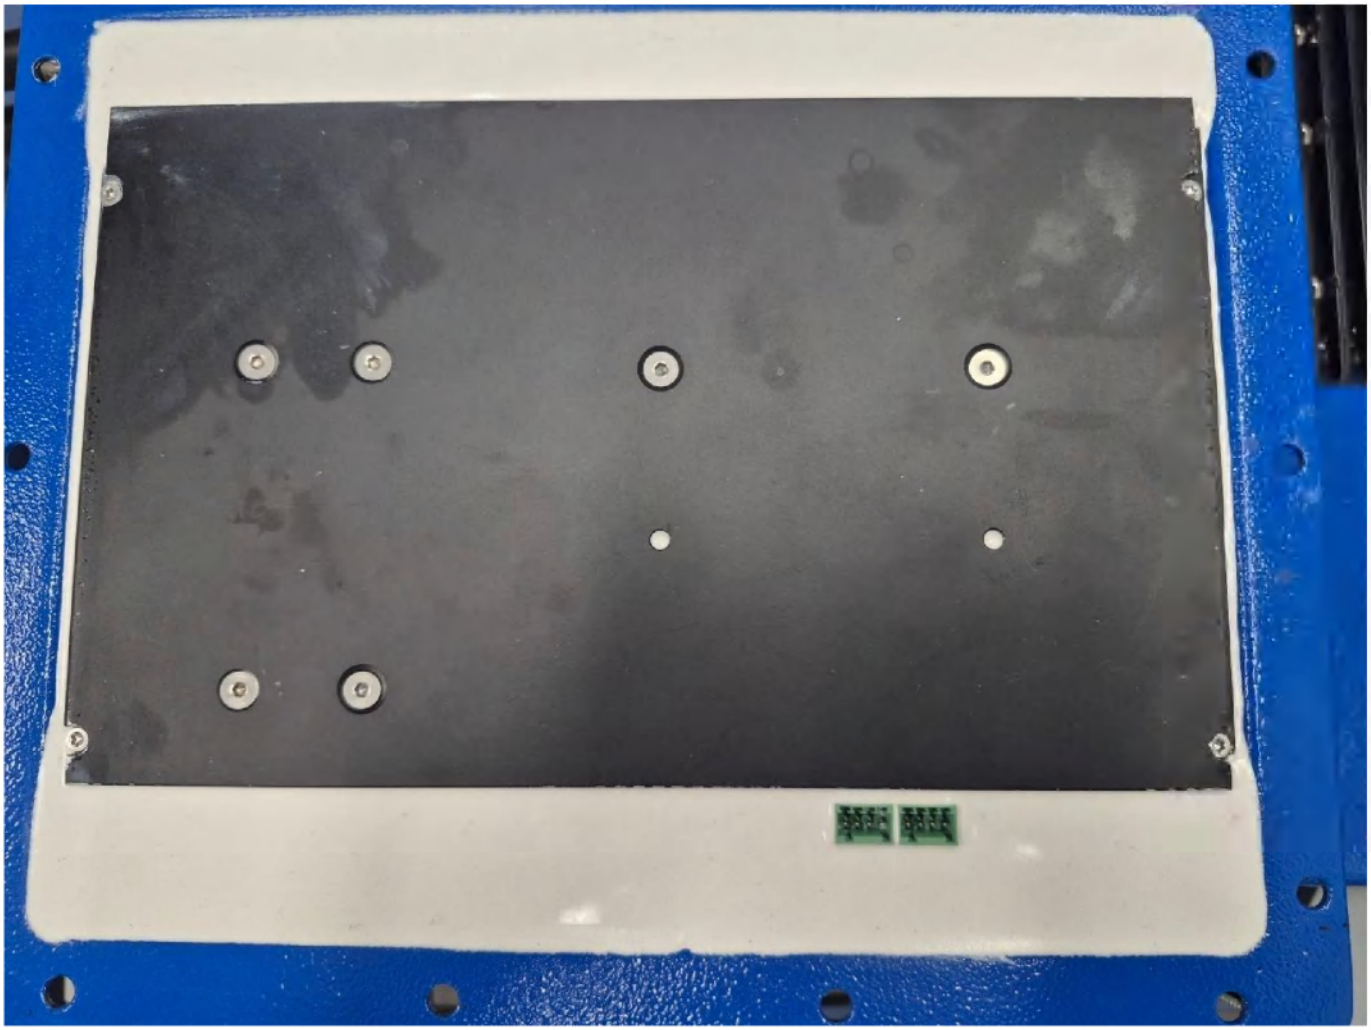

Рисунок 43
5.2.1 Подключить программатор к разъему XT1 (левый) в отсеке аккумуляторной батареи и к ПК наладчика (Рисунок 43).